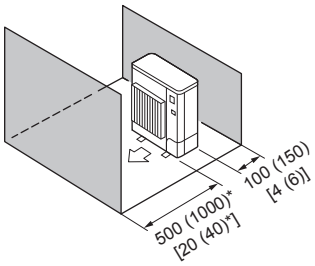

Fig. 2-10
⑤ Obstáculos sólo en la parte delantera y trasera (Fig. 2-10)